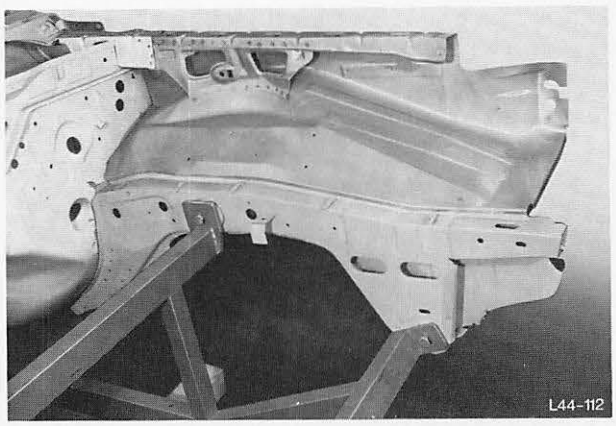

Abb. 110 Längsträger mit Stehblech spannungsfrei an Schweißlehre anbauen
18. Längsträger mit Stehblech spannungsfrei an die Schweißlehre befestigen, Abb. 110.